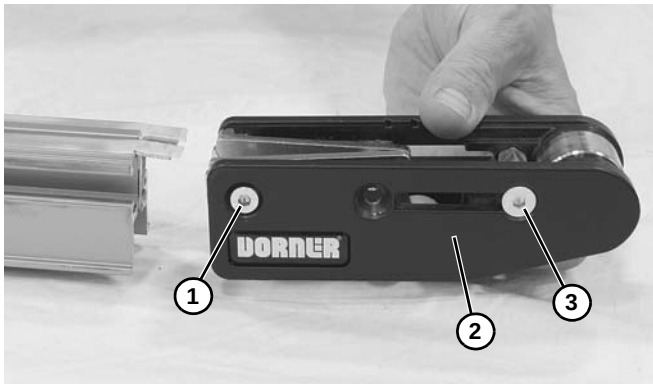

Figure 58
2. Desserrer la vis **(Figure 58, élément 1)** des deux côtés du convoyeur. Retirer le rouleau de retour **(Figure 58, élément 2)** du convoyeur.
3. Retirer la vis de fixation **(Figure 58, élément 3)**.